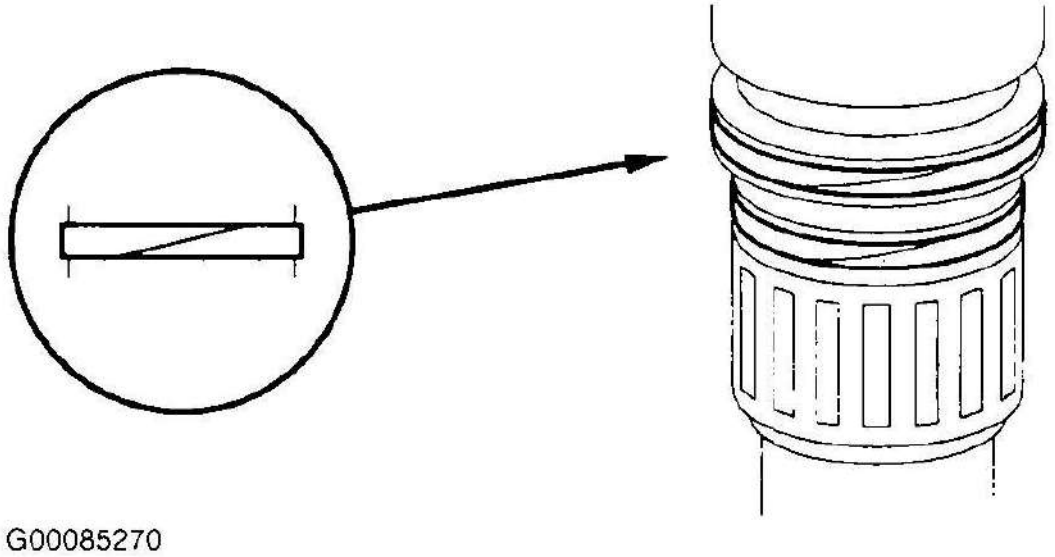

Fig. 35: Identifying Sealing Ring Installation
- The chamfered ends of the rings are properly joined. See **Fig. 35** .